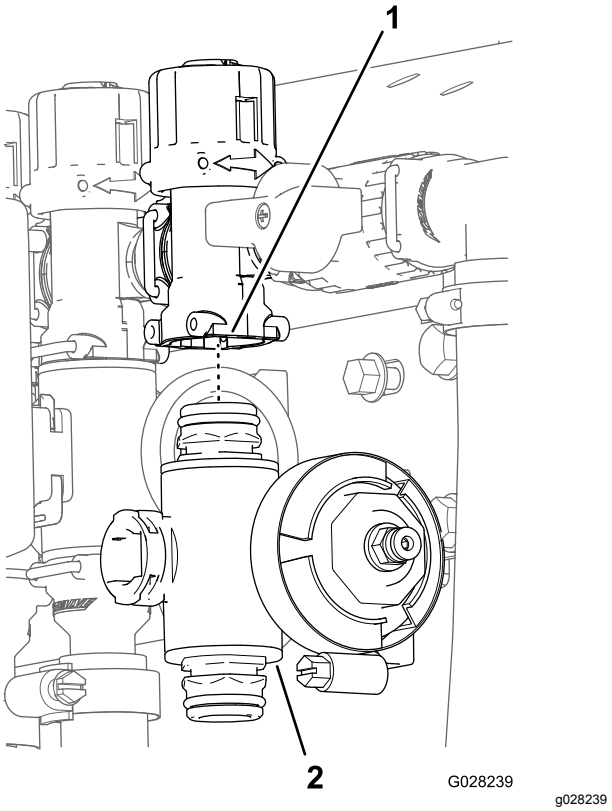

Figur 121
3. För den högra eller vänstra sprutrampssektionens ventil tar du bort flänsskruven och flänslåsmuttern som håller fast sektionsventilen vid ventilfästet, och sedan avlägsnar du ventilgrenröret från maskinen. För centersektionsventilen tar du bort sektionsventilens grenrör från maskinen (Figur 121).